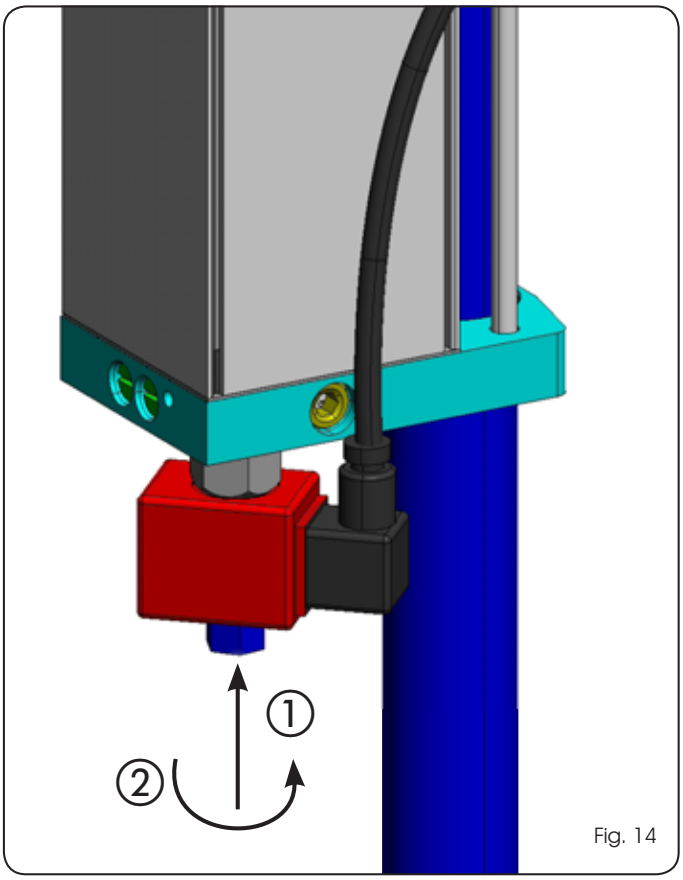

Fig. 14
2. appuyer à fond sur l'axe visible sur l'électrovanne (fig. 14 réf. ①)
3. tourner l'axe à fond d'après la figure (fig. 14 réf. ②).